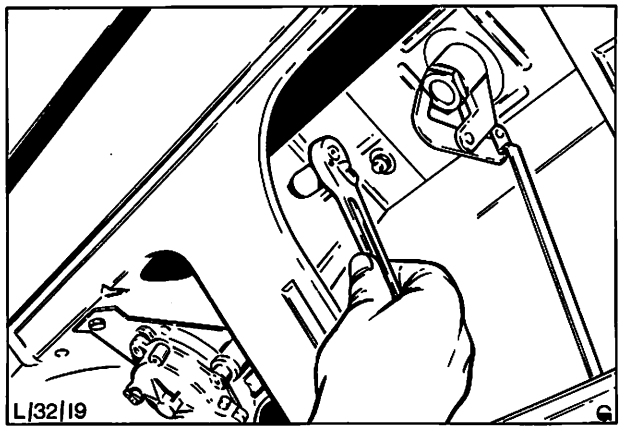

Abb. 44 Schrauben – Wischermotorhalter herausdrehen
6. Schrauben (3) Scheibenwischermotor-Halter an Rückwandklappe herausdrehen, Abb. 44. Schraube – Massekabel entfernen, Mehrfachstecker abziehen und Wischermotor mit Gestänge aus der Rückwandklappe herausnehmen.
12. Gestänge an der Antriebskurbel anbringen. Motor mit Gestänge in Einbaulage bringen und mit drei Schrauben befestigen, Abb. 44.